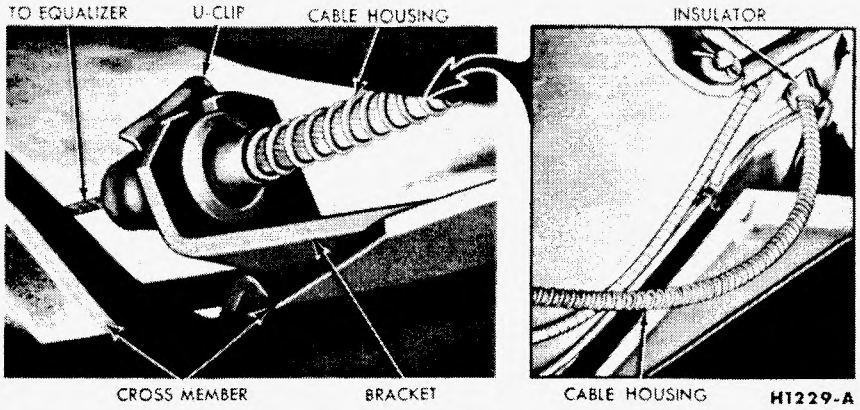

FIG. 45—Equalizer to Handle Cable—Fairlane
3. Push the cable and housing down through the hole in the dash panel. From the underside of the car, remove the U-clip that retains the cable housing to the bracket on the crossmember (Fig. 45). Disengage the cable housing from the bracket.
1. Attach the rear end of the cable housing to the bracket with the U-clip (Fig. 45). Attach the cable rear ball to the equalizer lever (Fig. 40).
rubber insulator encases the housing at the point where it goes through the hole (Fig. 45).